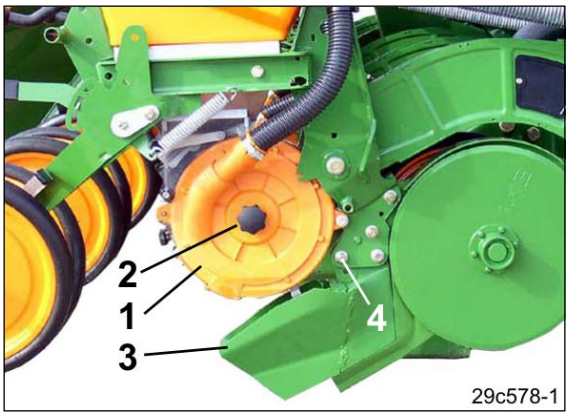

Fig. 101
9. Den Saugdeckel (Fig. 101/1) schließen.
10. Die Mutter (Fig. 101/2) handfest anziehen.
11. Das Schar (Fig. 101/3) nach oben schwenken.
12. Die Mutter (Fig. 101/4) festziehen.